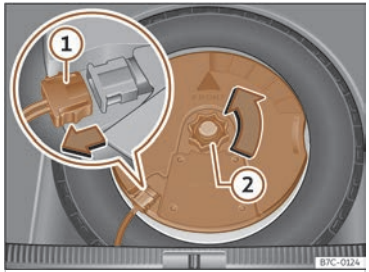

Fig. 254 In the luggage compartment: remove the subwoofer.
- Disconnect the subwoofer's speaker cable ››› Fig. 254 ①.
- Turn the securing wheel anti-clockwise ››› Fig. 254 ②.